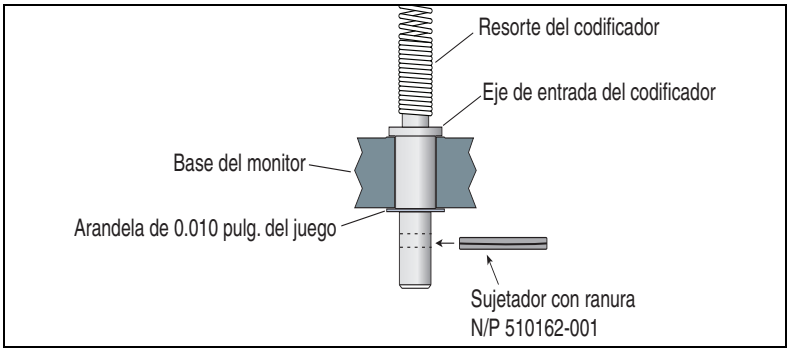

Figura B-4. Asegurar el eje de entrada del codificador en la base del monitor
6. Desde la parte inferior del monitor, inserte el sujetador de ranura del kit en el agujero del eje de entrada para asegurarlo a la base de la unidad (Figura B-4).